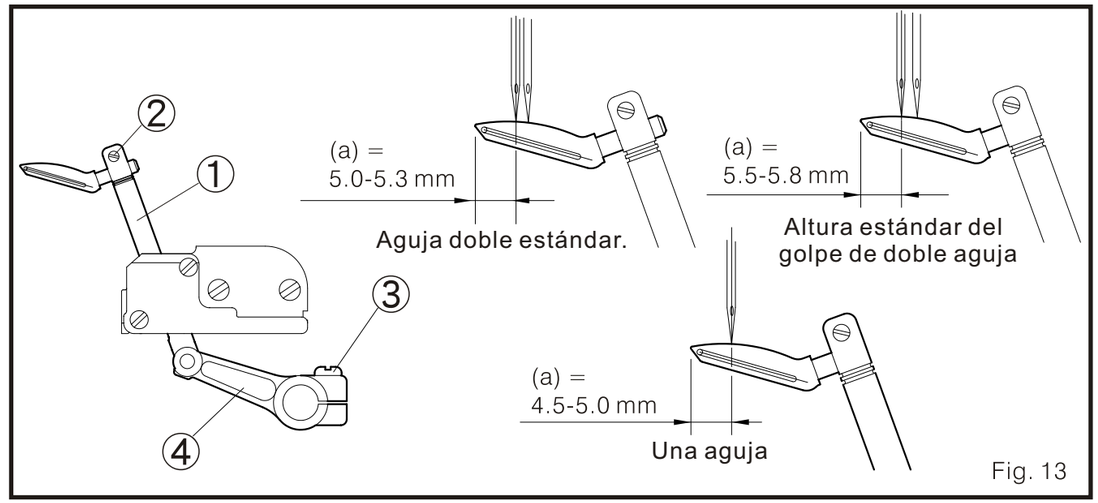

Fig. 13
(2) Cuando el bucleador superior se mueva hacia el punto mas a la izquierda, ajuste el espacio (a) a una posición adecuada. El método para hacerlo es aflojando el tornillo 3, y mueva la manivela 4 arriba y abajo para ajustar. Para el modelo de doble aguja, por favor tome la aguja izquierda como referencia estándar. (Fig. 13)